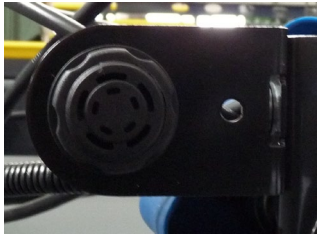

Fig. 10
- **Avertisseur acoustique :** avise de la condition de benne soulevée. Lors de la marche du véhicule, la benne doit être abaissée (fig. 10).